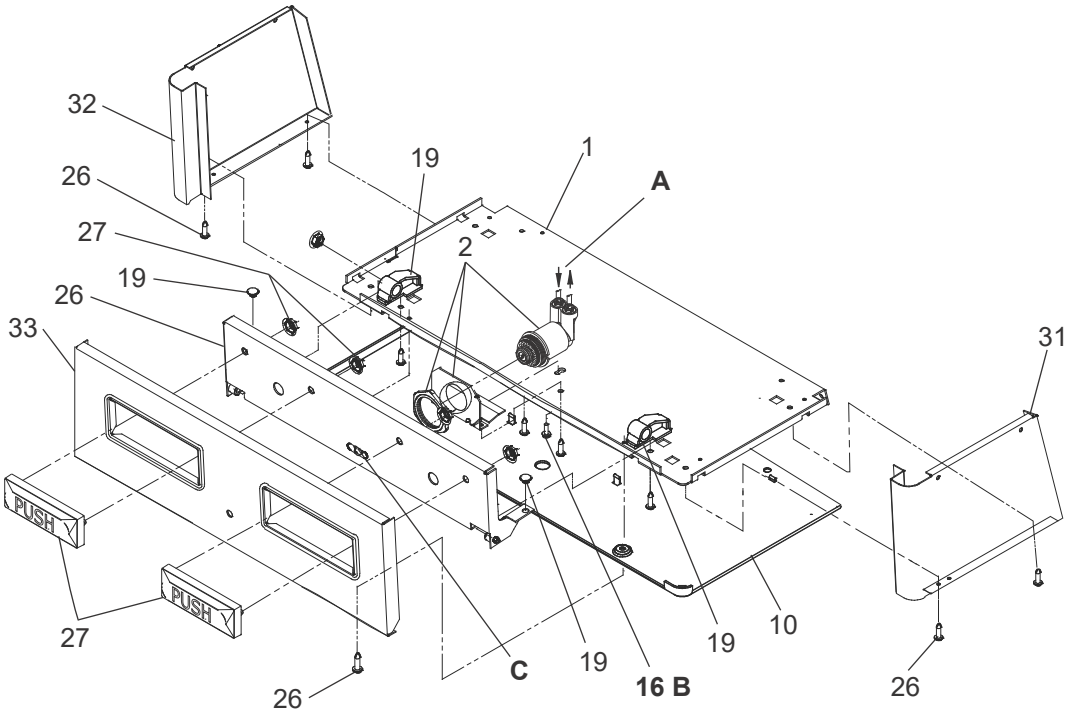

Fig. 4
4) Hang the cooler on the hanger bracket. Be certain the hanger bracket is engaged properly in the slots on the cooler back as shown in Fig. 4.
5) Loosen the two (2) screws holding the lower front panel at the bottom of cooler base and two (2) screws at the top. Remove the front panel and set aside.
8) Stream height is factory set for 45-50 PSI supply. If supply pressure varies greatly from this, adjust screw, accessible by removing front push panel (Item 35 , Fig. 4). CW adjustment will raise stream and CCW adjustment will lower stream. For best adjustment, stream should hit basin approximately 6-1/2" (165mm) from bubbler.
9) Replace the front panel and secure by retightening four (4) screws.
4) Installez le refroidisseur sur les supports en vous assurant que ceux-ci sont bien installés dans les fentes à l'arrière du refroidisseur tel qu'indiqué à la figure 4.
5) Dégagez les deux (2) vis retenant le panneau inférieur avant au bas de la base du refroidisseur ainsi que deux (2) vis sur le dessus. Retirez le panneau avant et mettez-le de côté.
8) Hauteur de flux est réglé en usine pour la fourniture de 45 à 50 lb/po2. Si la pression varie beaucoup de ce point, ajustez la vis que l'on peut atteindre en retirant le panneau avant (article 35, fig. 4). Si vous ajustez dans le sens des aiguilles d'une montre, le jet augmentera et dans le sens contraire, le jet diminuera. Le meilleur ajustement est lorsque le jet frappe le bassin à environ 6-1/2" (165mm) du barboteur.
9) Replacez le panneau avant et fixez le en place en resserrant les quatre (4) vis.